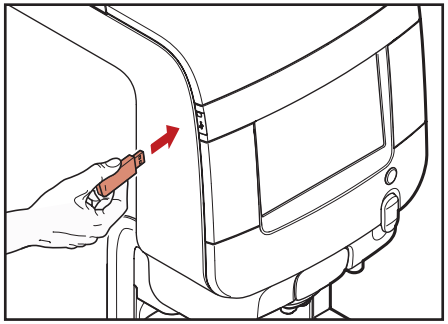

Fig. 6.1 - Introduceți cheia USB pentru operator
- Introduceți cheia USB pentru operator (fig. 6.1)